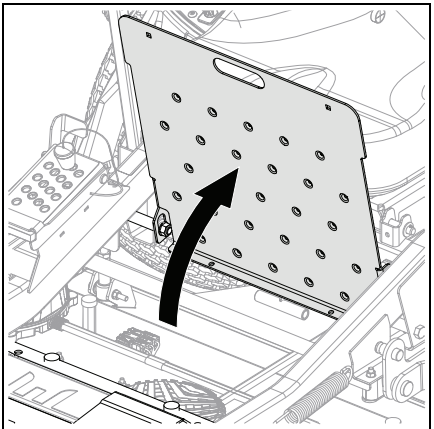

Figure 29
2. Rotate footplate rearward until it locks into place. See Figure 29.